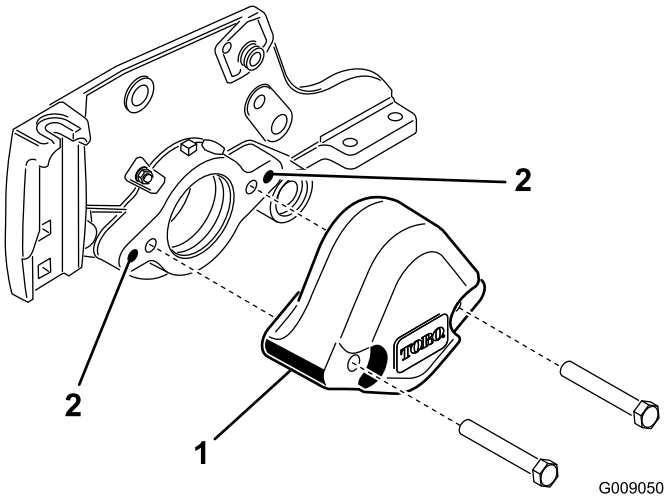

Рисунок 5
3. Открутите два болта, крепящие противовес с левой стороны режущего блока. Снимите противовес (Рисунок 5).
4. Используя метчик 3/8-16, удалите краску из наружных монтажных отверстий в боковой пластине (Рисунок 5).